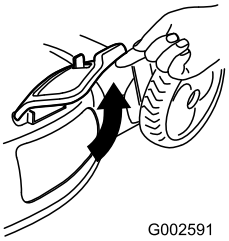

Figuur 29
2. Zet het deurtje van de zijafvoer open (Figuur 29).